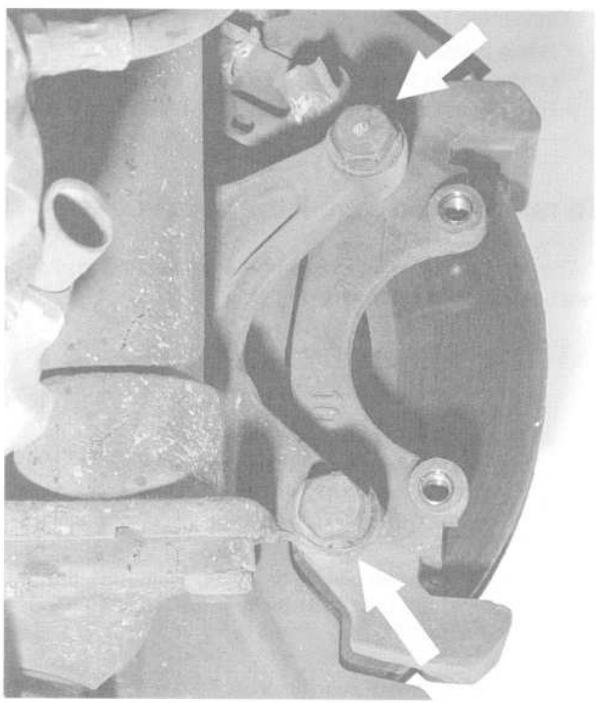

Fig. 8. Front brake pad carrier mounting bolts (**arrows**). Rear mounting bolts are similar.
2. Remove the pad carrier mounting bolts from the strut assembly (front caliper) or from the trailing arm (rear caliper). See Fig. 8.